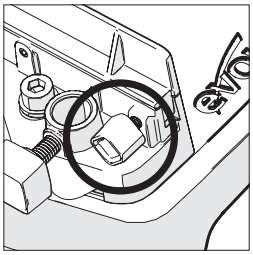

Fig. 5
- Loosen the thumbscrew **(Fig. 5)**.